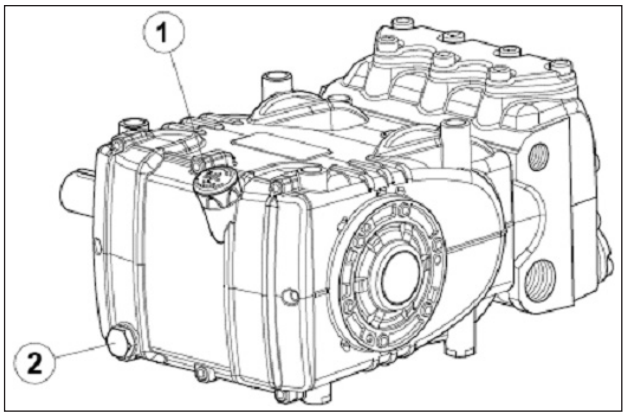

Fig. 3
Desde la varilla de nivel de aceite pos. ①, Fig. 3.
El control correcto del nivel de aceite se realiza con la bomba a temperatura ambiente, el cambio de aceite va realizado con la bomba a temperatura de funcionamiento retirando: la varilla de nivel de aceite pos. ①, y, a continuación, el tapón pos. ②, Fig. 3.
Introducir una sonda de temperatura en el tapón de descarga del aceite pos. ② Fig. 3.